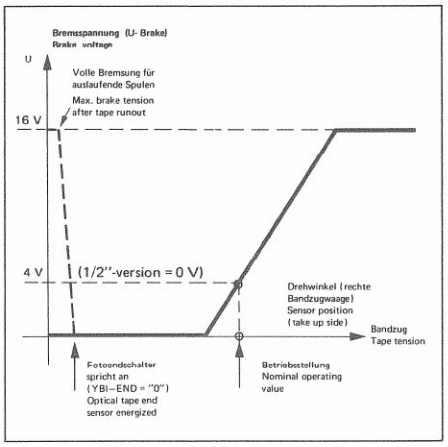

Fig. 5.1.11
- Mit einem weichen Bleistift die Ruhestellung der beiden Bandzugwaagen auf dem Bandwaagendeckel und auf dem Flanschring markieren (siehe Fig. 5.1.11).
- Mark the rest positions of the tape tension sensors on both tape tension sensor covers and on the flange ring with a soft pencil (see fig. 5.1.11).
- Messanordnung nach Fig. 5.1.11 vorbereiten.
- Install test set-up as seen in fig. 5.1.11.